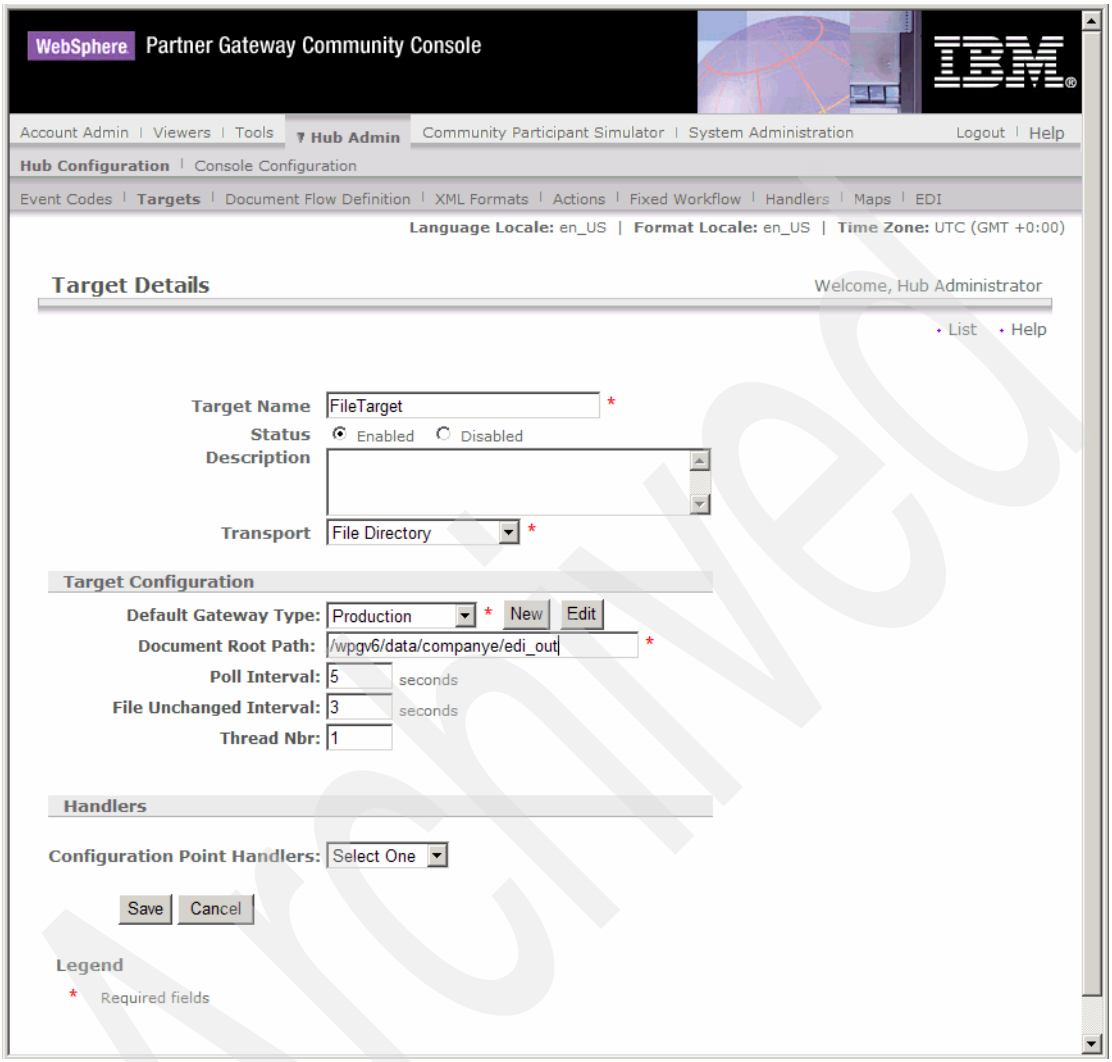

Figure 7-8 Creating a File Directory type target
6. In the Target Details panel (Figure 7-8 on page 148), complete these tasks: